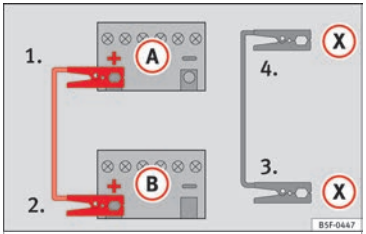

Fig. 90 Esquema de conexión para vehículos con sistema Start-Stop.
4b. *En los vehículos con sistema Start-Stop:* emborne un extremo del cable *negro* de emergencia (X) a un terminal de masa adecuado, a una pieza de metal maciza que vaya atornillada al bloque motor o al mismo bloque motor ››› fig. 90.
5. Emborne el otro extremo del cable *negro* de emergencia (X), en el vehículo con la batería descargada, a una pieza de metal maciza que vaya atornillada al bloque motor o al mismo bloque motor pero lo más alejado posible de la batería (A).